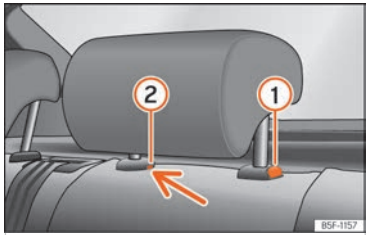

Fig. 78 Rear head restraint: removal.
- Press button ››› Fig. 78 ①, while simultaneously pressing on the safety hole ② with a flat screwdriver a maximum of 5 mm wide, and remove the headrest.